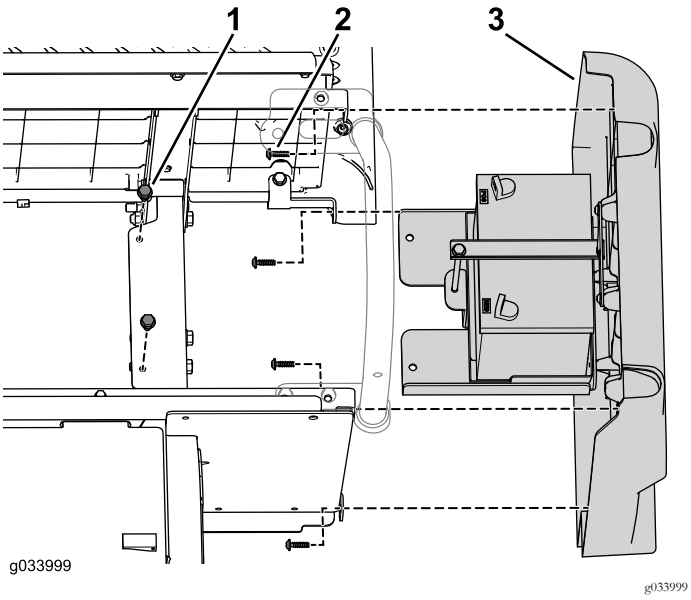

Figur 45
3. Brug boltene og møtrikkerne, som du fjernede tidligere, til at montere det originale højre panel på de bageste sædesokkelpaneler (Figur 45).